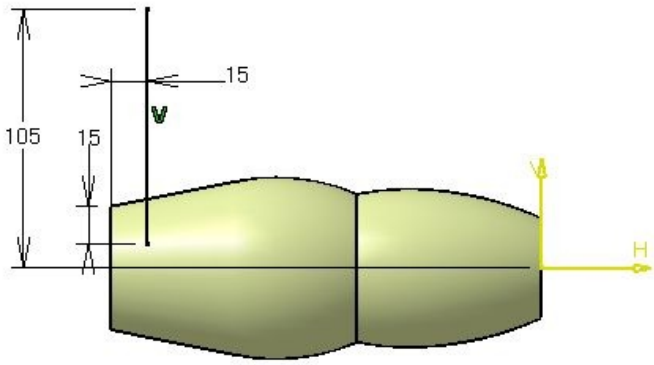

Figure 11-91 *Sketch of the first guide curve*
b. Create the swept surface that forms the handle of the cover, refer to Figures 11-91 through 11-95.
2. Draw the sketch of the guide curve, as shown in Figure 11-91, and exit the **Sketcher** workbench.